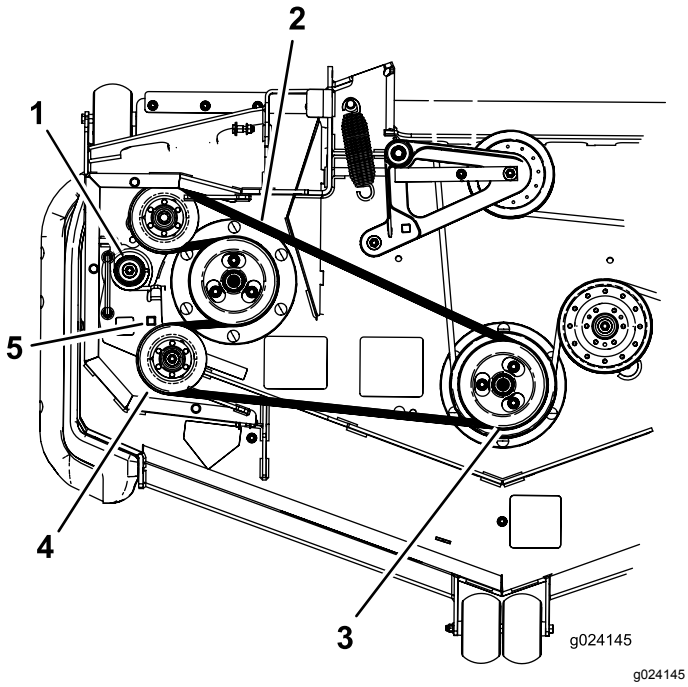

Figur 93
9. Använd en spärrhake i det fyrkantiga hålet i mellandrevsarmen för att flytta spänningen från mellanremskivfjädern (Figur 93).
10. Ta bort remmen från klippdäckets remskiva (Figur 93).
11. Ta bort remmen från de övriga remskivorna (Figur 93).
13. Flytta spänningen från fjädern genom att använda spärrhaken i det fyrkantiga hålet och för den nya remmen runt mellanremskivan (Figur 93).